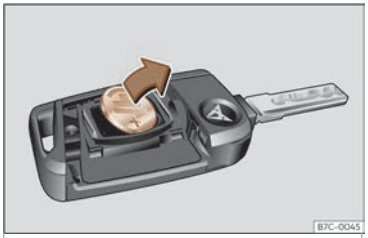

Fig. 68 Chave do vehículo:extracción da pila.
- Retire a pila do compartimento cun obxecto fino axeitado››› fig. 68 .
- Coloque a pila nova tal como se amosa ››› fig. 68 e prema nela dentro do compartimento da pila no sentido contrario á frecha ››› ❗.